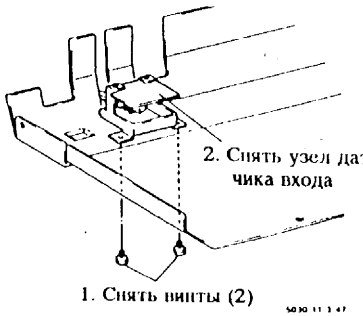

Рис. 2. Снятие узла датчика входа
4. (Рис. 2): Снять узел датчика входа.